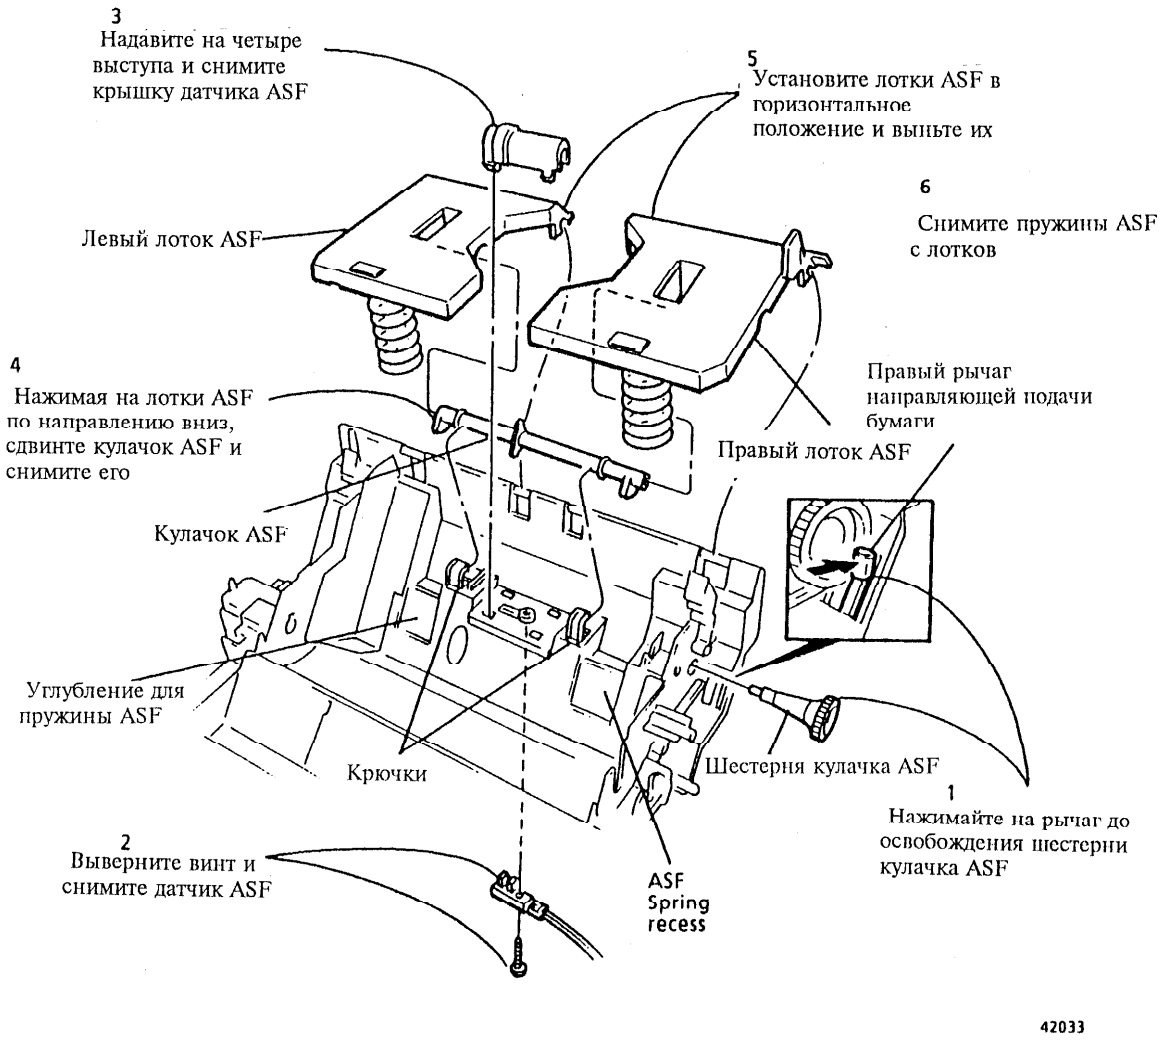

Рис. 1 Снятие датчика ASF и лотков ASF
4. (Рис. 1): Снимите датчик ASF и лотки ASF.